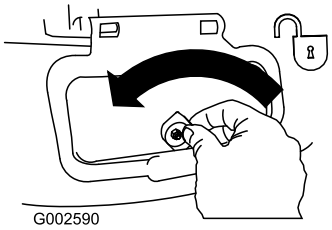

Figure 20
1. Unlock the side discharge door (Figure 20).